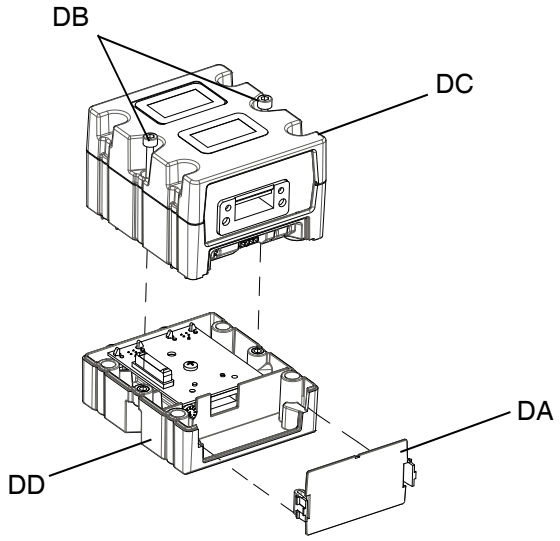

FIG. 52: Desmontaje del CGM
4. Retire la cubierta de acceso del CGM (DA). Afloje y reserve los dos tornillos M5-0,8 x 45 mm (DB) y retire el CGM (DC) de la base (DD). Consulte la FIG. 52.
5. Use los cuatro tornillos de montaje M4-0,7 x 20 mm incluidos en el kit para fijar la base (DD) en el soporte CGM.
6. Vuelva a acoplar el CGM (DC) en la base (DD) con los dos tornillos (DB) que se quitaron y se reservaron en el paso 4.
7. Vuelva a poner la cubierta de acceso (DA).
8. Desconecte el cable del ADM y vuelva a conectar el cable en el CGM (DC).